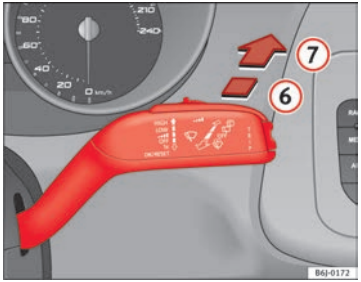

Fig. 66 Windscreen wiper and windscreen wash lever: rear window wiper
– Press the lever forwards to position (6) ⇒ Fig. 66. The wiper will wipe the window approximately every 6 seconds.
– Press the lever fully forwards to position (7) ⇒ Fig. 66. The rear wiper and washer operate at the same time. The windscreen wash system will function as long as you hold the lever in this position.